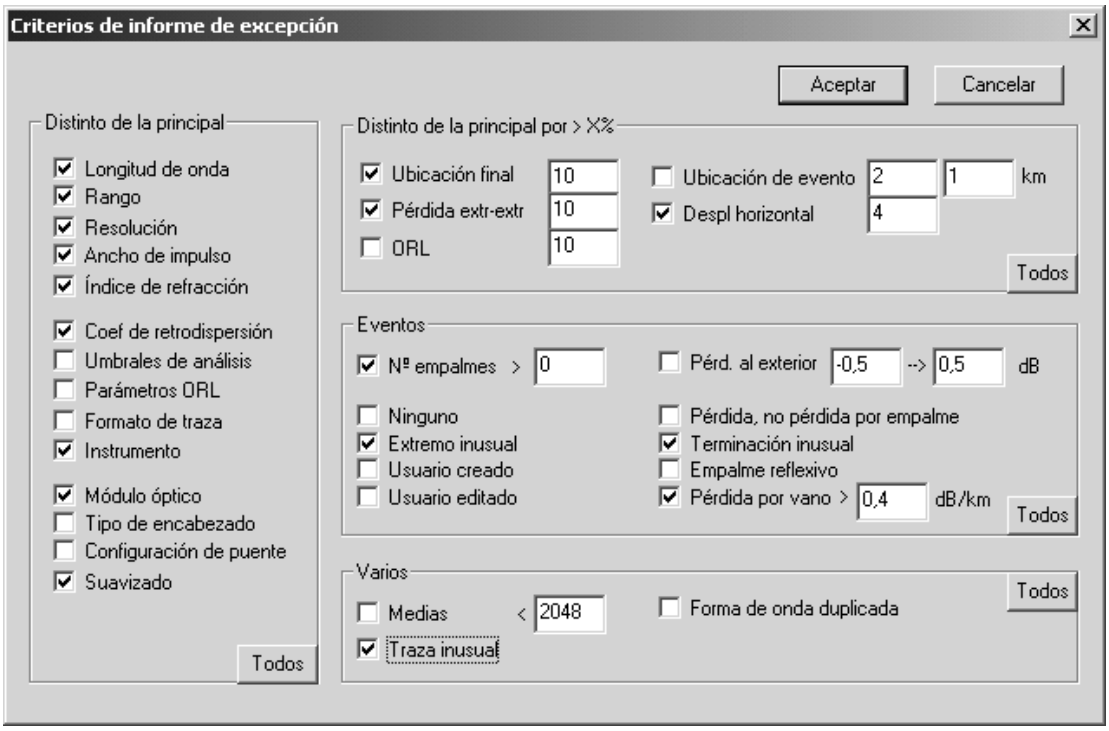

Figure F-2: Cuadro de diálogo de informe de excepción
7. Seleccione los criterios deseados en el cuadro de diálogo de informe de excepción (Figura F-2) y haga clic en Aceptar.